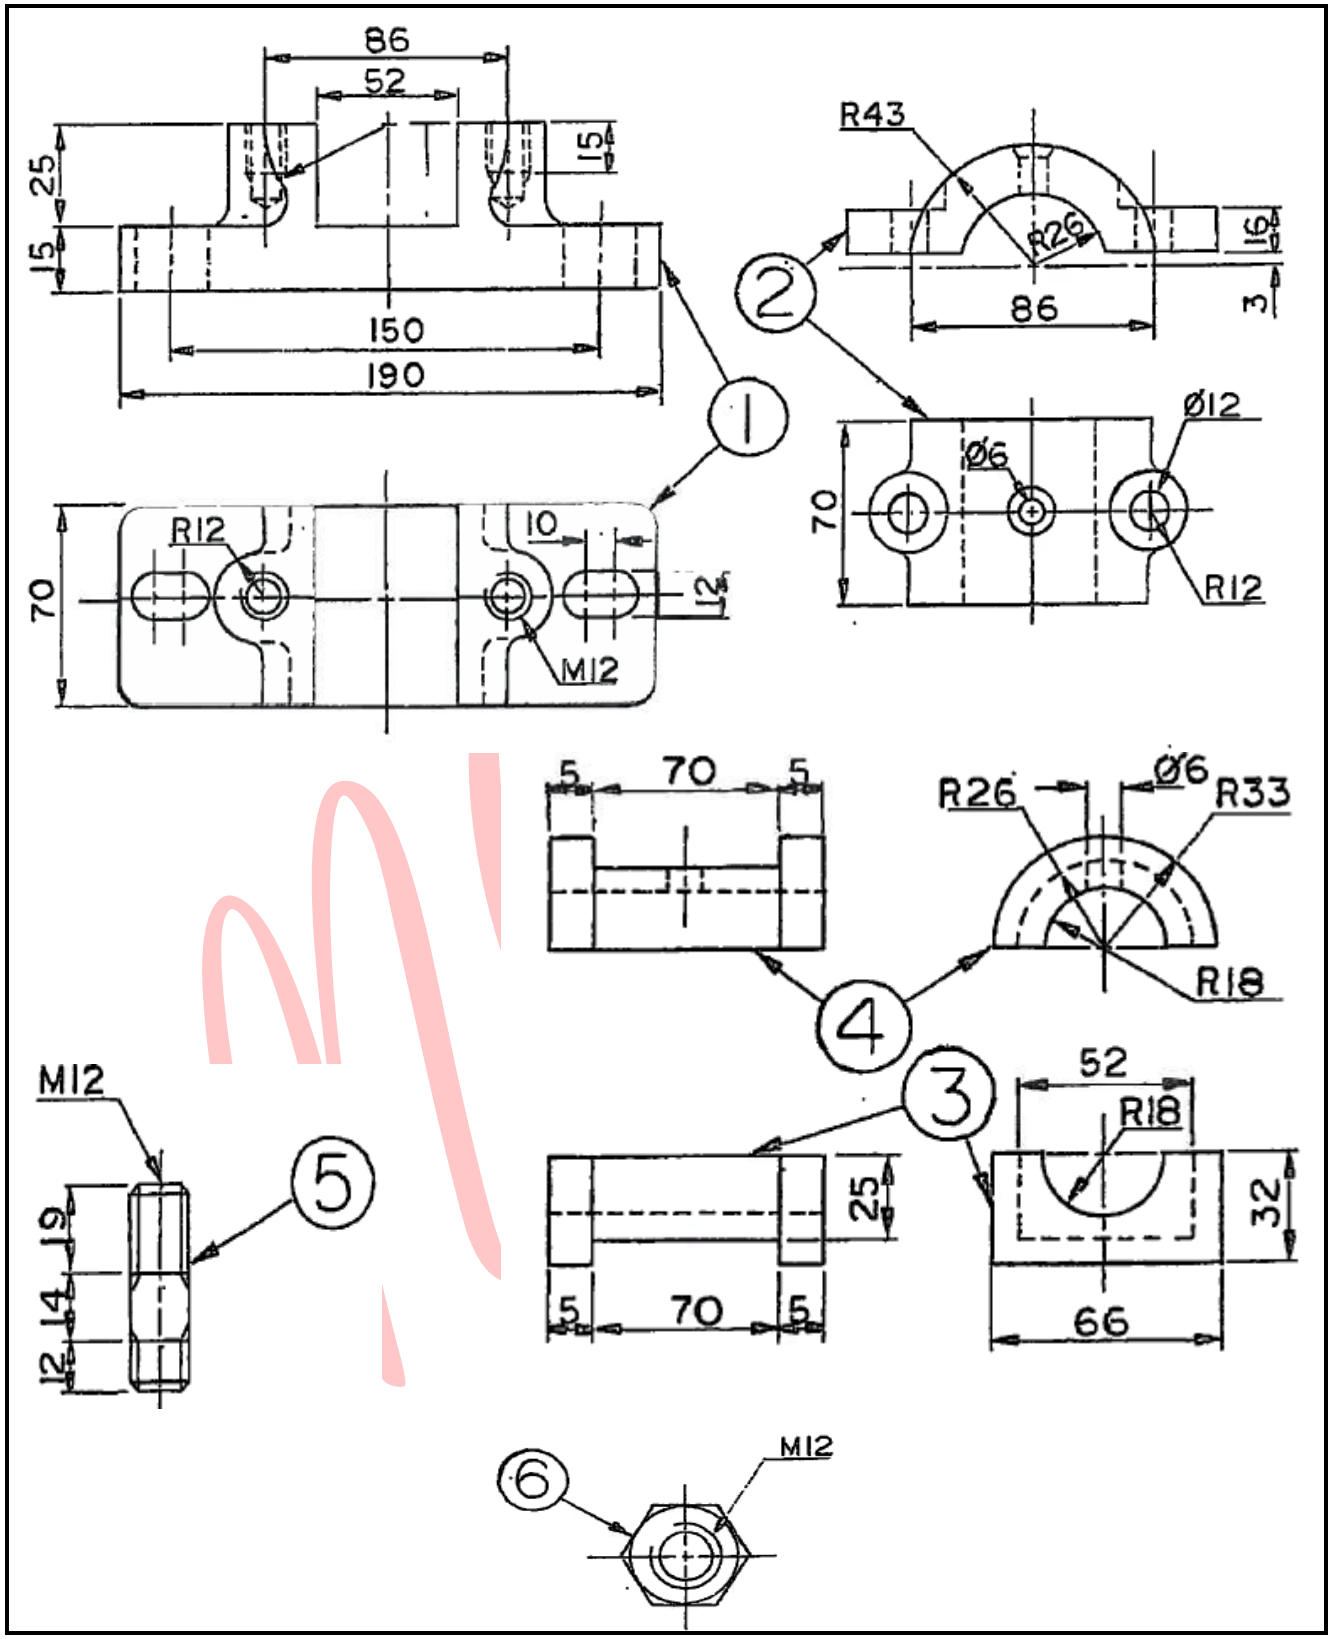

FIGUUR 2
6.3 FIGUUR 2 toon die onderdele van 'n voetlaer.